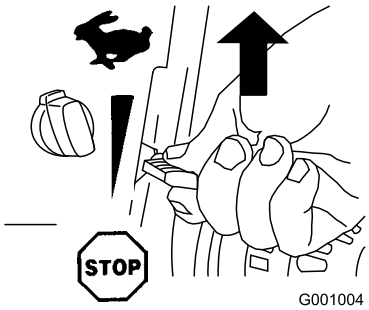

Figur 24
2. Sett gassen til Hurtig-stilling (Figur 24).